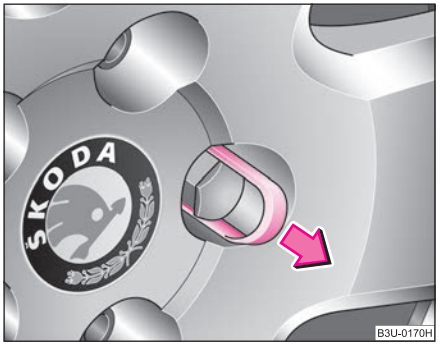

Fig. 193 Changing a wheel: Removing the cap
– Pull the cap off with the **plastic clip** ⇒ fig. 193.